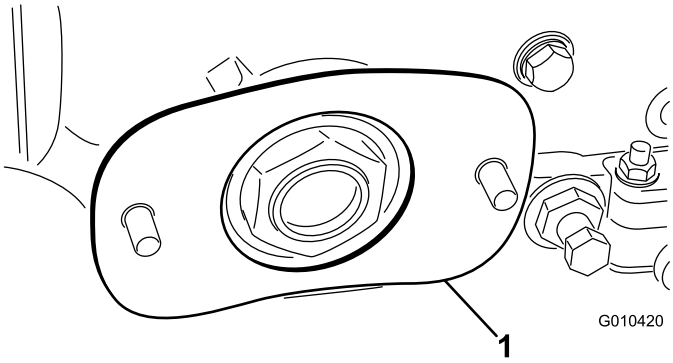

Figuur 5
8. Plaats het opvulstuk op de bouten zoals wordt getoond in Figuur 5.